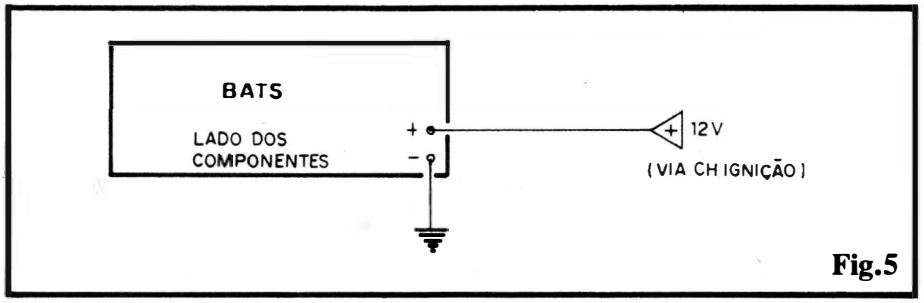
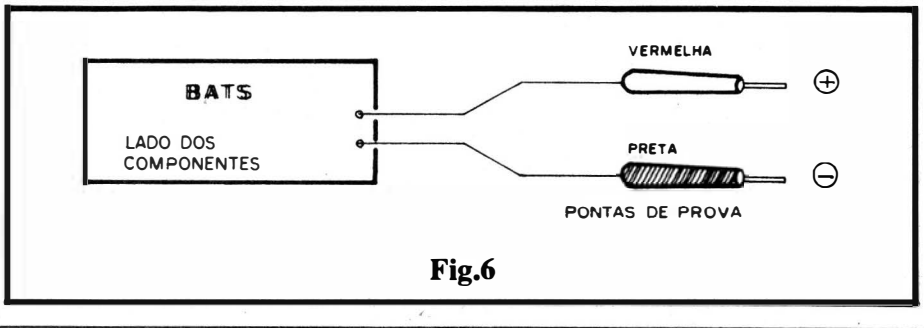

Fig.5
Fig.6
- **FIG. 5** - CONEXÕES EXTERNAS À PLACA - Nada mais do que as "entradas" **positiva** e **negativa** são as ligações necessárias ao Circuito Impresso do BATS... Para efeito de codificação, convém sempre manter a norma de fio **vermelho** na conexão do **positivo** e fio **preto** na ligação do **ne-**
- **FIG. 6** - CONEXÕES EXTERNAS PARA UTILIZAÇÃO OFICINAL - Se a idéia for usar o BATS na oficina, então seu **lay out** final exigirá (para perfeita praticidade...) que as conexões do **positivo/negativo** sejam feitas com o auxílio de cabos não muito curtos, de preferência bem flexíveis, isolados nas cores convencionais (vermelho/preto), e terminados por pontas de prova (o **negativo** pode - opcionalmente - ser terminado numa garra "pesada", do tipo normalmente utilizados nos carregadores de bateria, etc. Em qualquer dos casos (figs. 5 ou 6) é óbvio que as ligações finais dependerão da disposição de caixa, painel, **container** adotado, etc. Assim, recomendamos ao Leitor/Hobbyta que arranje, previamente, a dita caixa e - a partir das suas dimensões, formato, etc. - determine as conexões de modo que a "coisa" fique (também...) mecanicamente bem distribuída...